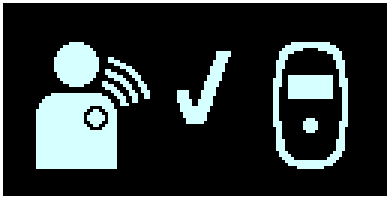

Figura 14: Ecrã Transferência de dados do GII bem sucedida
5. Quando o Carregador Vesta concluir com sucesso a transferência de dados, apresentará o ecrã Transferência de dados do GII bem sucedida, acompanhado por 3 sinais sonoros breves. A marca de verificação a piscar indica que o Carregador Vesta conseguiu transferir com sucesso a informação do dispositivo implantado. **Consulte a Figura 14**.